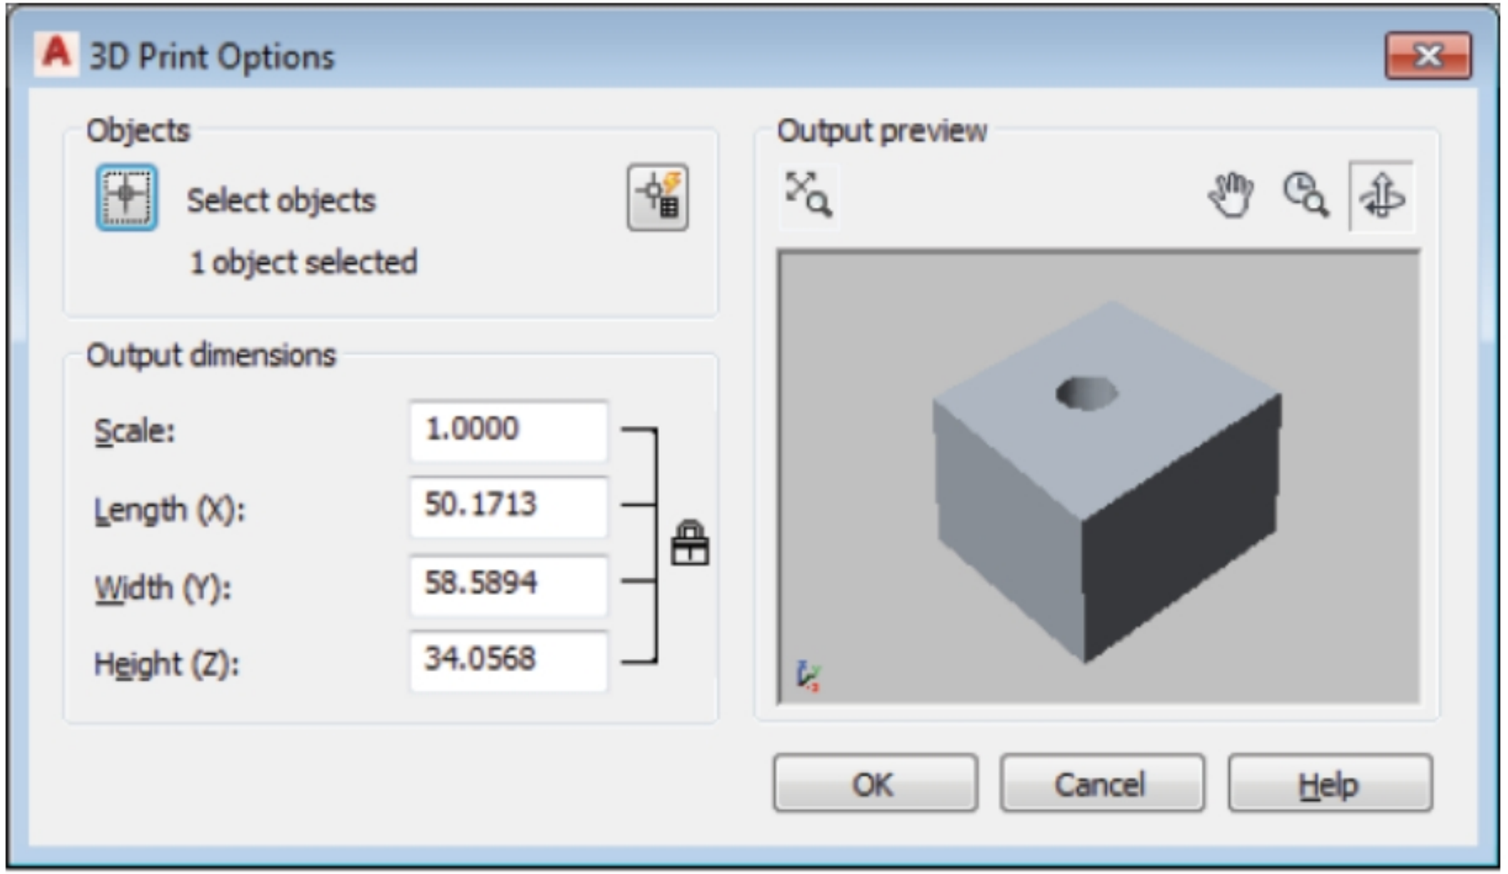

Figure-56. 3D Print Options dialog box
- Click on the **Continue** button from the dialog box. You are asked to select solids or watertight meshes. Select the solid model and press **ENTER** from keyboard. The **3D Print Options** dialog box will be displayed; refer to Figure-56.